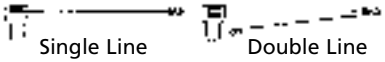

Figure 1
** All loads shown are for single-line operation (see Figure 1). Double-line operation with optional pulley block (P/N 2227) approximately doubles capacity of winch (see Figure 1).
1. The X2 winch is rated at 3,000 lbs. (single-line) capacity. **DO NOT OVERLOAD. DO NOT ATTEMPT PROLONGED PULLS AT HEAVY LOADS. DO NOT MAINTAIN POWER TO THE WINCH IF THE MOTOR STALLS.** Overloads can damage the winch and/or the wire rope and create unsafe operating conditions. **FOR HEAVY LOADS, WE RECOMMEND THE USE OF THE OPTIONAL PULLEY BLOCK AND HOOK ASSEMBLY (PART NO. 2227) TO DOUBLE-LINE THE WIRE ROPE** (Figure 1). This reduces the load on the winch and the strain on the wire rope by approximately 50%.